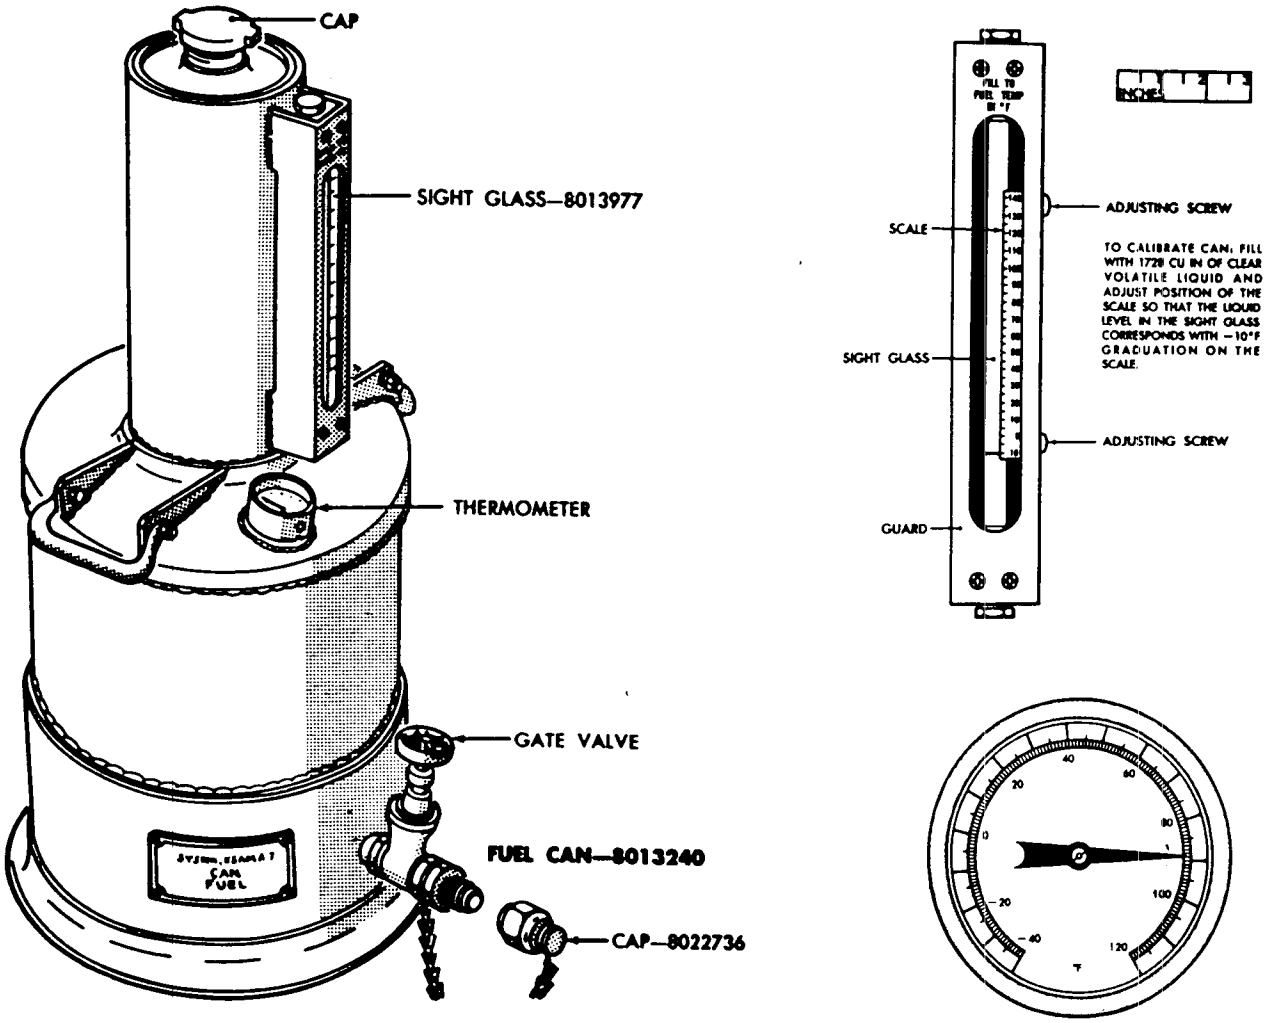

*Figure 78. Fuel measuring can.*
*c. Fuel Measuring Can* (fig. 78). The fuel measuring can is provided so that the correct amount of fuel can be put into the missile regardless of changes in fuel temperature. A fuel temperature indicator is provided on the lower, or tank, part of the can. A sight glass with a temperature scale is located on the neck of the can. The fuel can is filled until the liquid level is at the current temperature reading. A globe valve on the side of the can near the bottom of the tank is provided with a fitting for connecting the hose assembly between the can and the missile. The fuel can is approximately 30 inches high and 12 inches in diameter. The missile holds 1,822 cubic inches of fuel at 80° F.